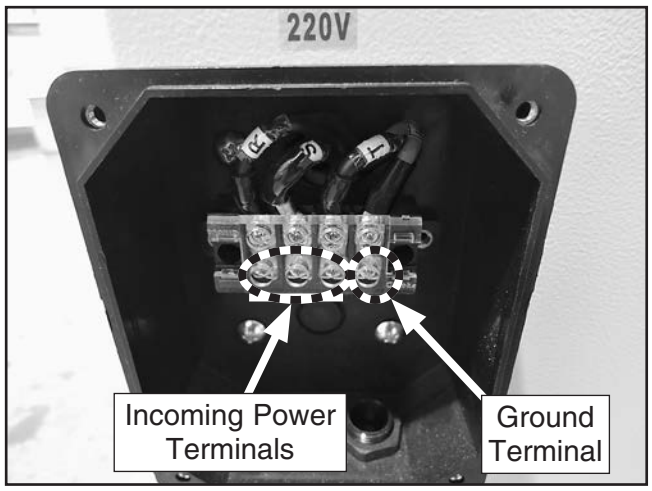

Figure 68. Terminal locations to connect incoming power wires and ground wire.
3. Connect ground wire, then connect incoming power wires to bottom terminals shown in **Figure 68**.